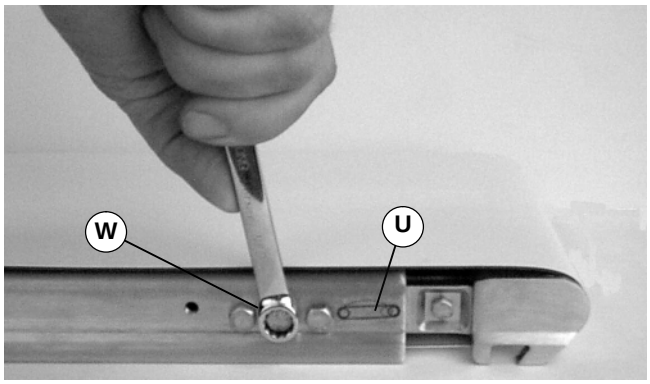

Abbildung 19
4. Bei eingerücktem Ritzel einen 10 mm Flachschlüssel auf die Sicherheitsschraube (W siehe Abbildung 19) aufsetzen.
4. Bei eingerücktem Ritzel einen 10 mm Flachschlussel auf die Sicherheitsschraube(W siehe Abbildung 19) aufse.
2. Bei eingerücktem Ritzel einen 10 mm Flachschlüssel (W auf die Sicherheitsschraube von Abbildung 19) aufsetzen.
5. Die Klemmschraube mit (W siehe Abbildung 19) 4,5 Nm festziehen.